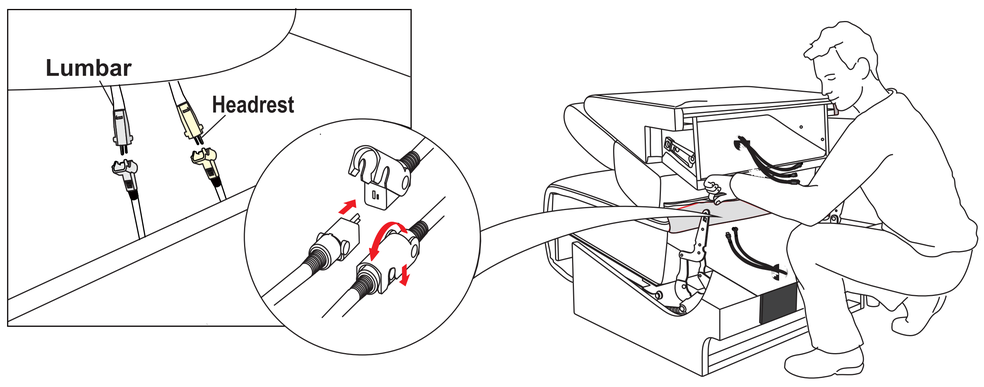

Figure 3
Connect Headrest and Lumbar cables between the Back (A) and the Seat (B). (See Figure 3.)